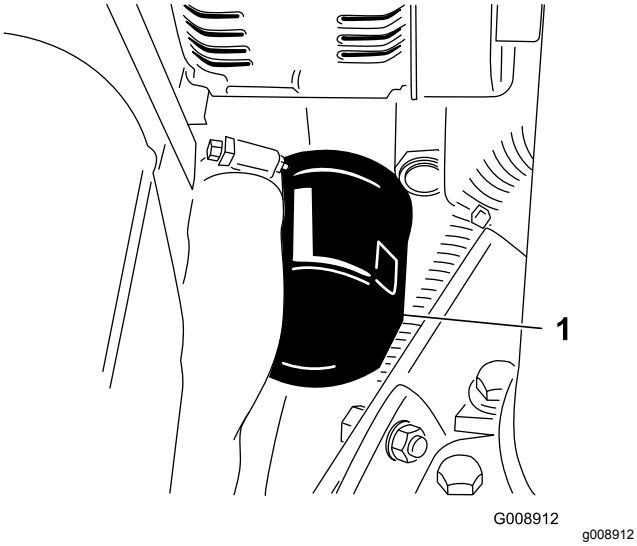

Figur 46
3. Avlägsna oljefiltret (Figur 46).